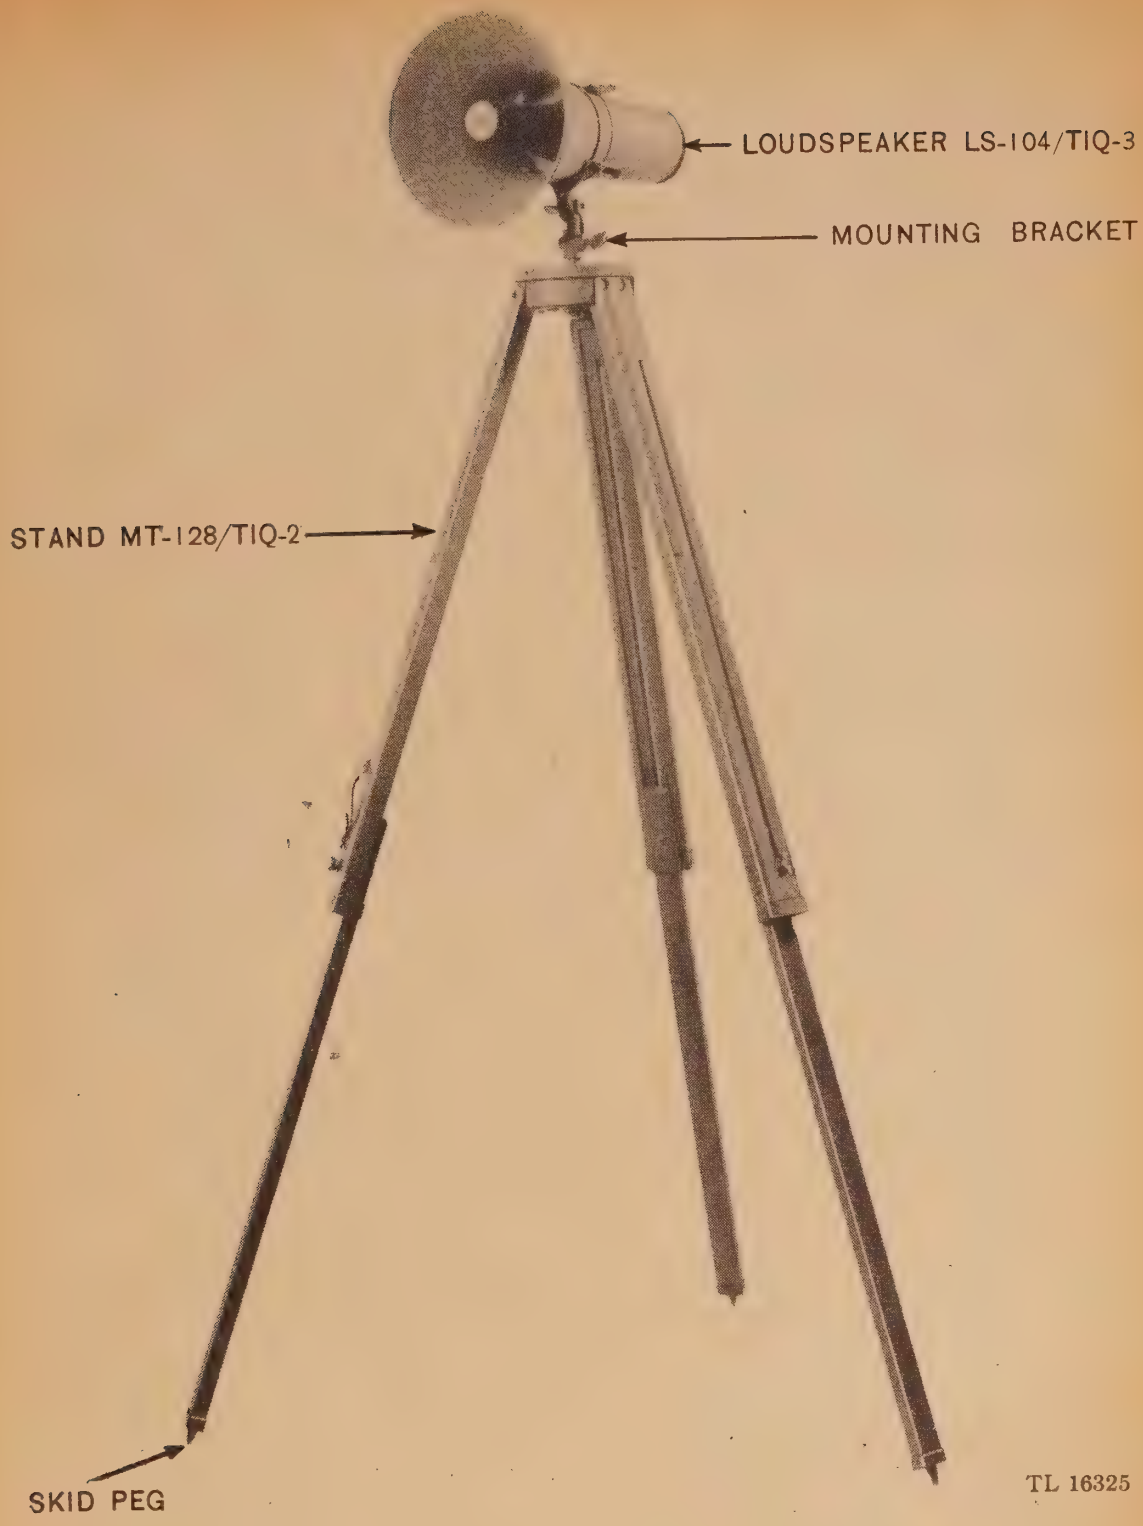

Figure 13. Loudspeaker LS–104/TIQ–3 on Stand MT–128/TIQ–2.
j. Adjust the legs of Stand MT–128/TIQ–2 by loosening the wingnut and bolt on each leg and adjusting the legs to secure the desired elevation. Then, level the mounting (fig. 13).